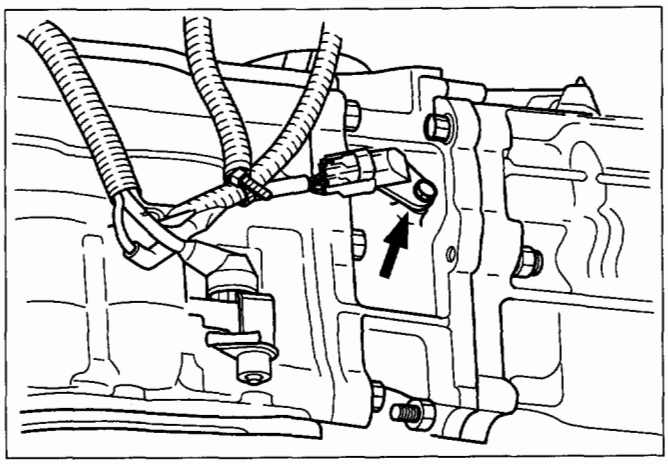

Fig. 7A-29j
- Remove one 10 mm screw and speed sensor with O-ring (Fig. 7A-29j).